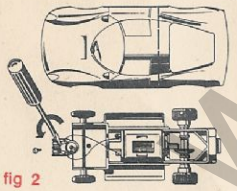

fig 2
3) die zwei Schrauben die sich auf den Pick-up befinden, abschrauben (Fig. 2)